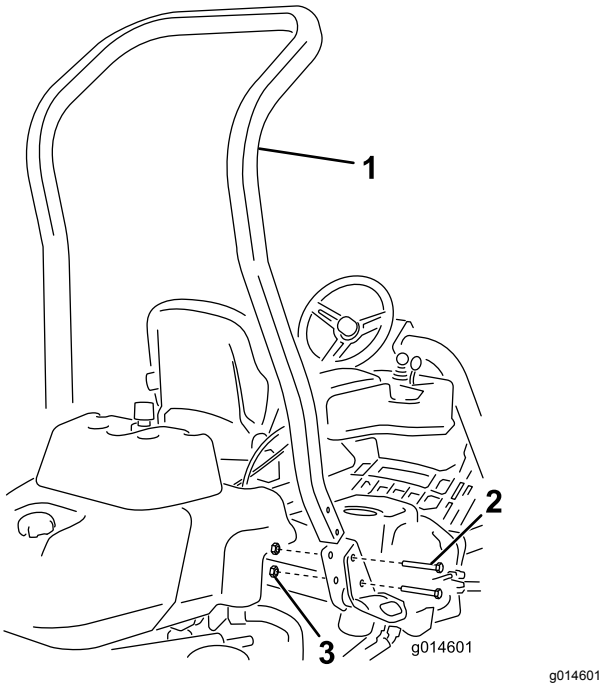

Figur 3
3. Montera störtbågen i fickorna på båda sidorna av maskinen med hjälp av fyra bultar (½ x 3¾ tum) och fyra flänsmuttrar (½ tum). Se (Figur 3).